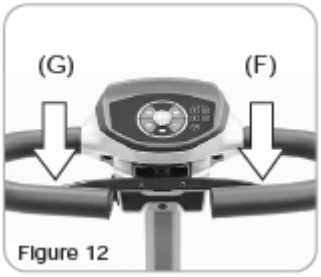

Figure 12
- 오른쪽 스로틀 레버(F)를 당기면 스쿠터가 앞으로 움직입니다. 왼쪽 스로틀 레버(G)를 당기면 스쿠터가 뒤로 이동합니다. 판매점에 요구할 경우 좌우를 바꿀 수 있습니다.(Figure 12)